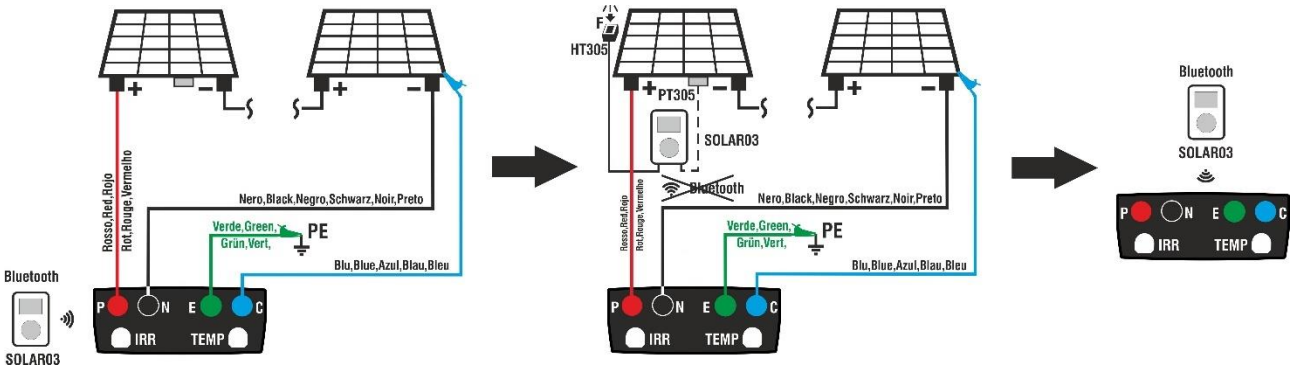
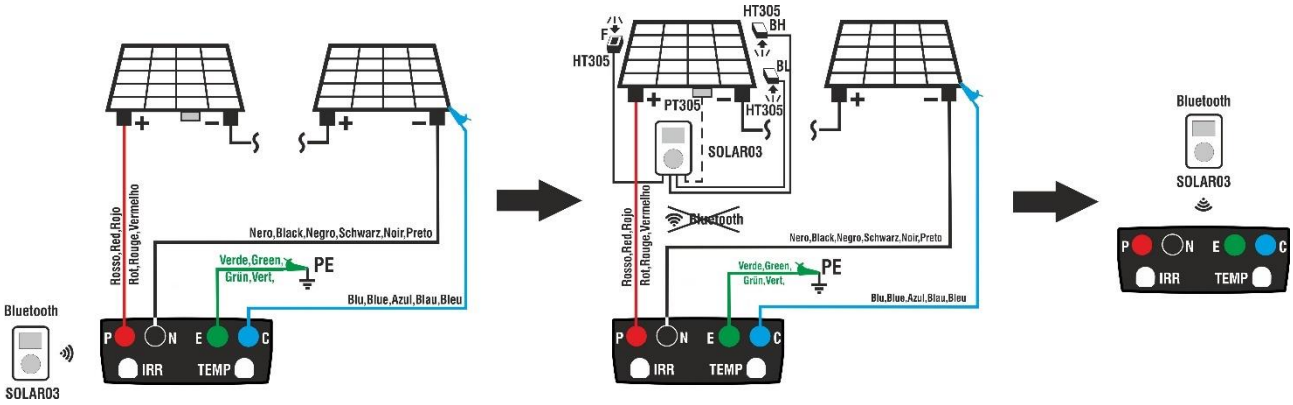

Abb. 14: Verbindung mit Fernstation in synchroner Aufzeichnung (Monofazialen Modulen)
Abb. 15: Verbindung mit Fernstation in synchroner Aufzeichnung (Bifazialen Modulen)
2. Verbinden Sie das Instrument mit dem zu messenden PV-Modul/String und eventuell mit dem Haupt-Erdungsknoten des Systems und mit geerdeten Metall-Massen, wie in der Abb. 14 (Monofazialen Modulen) oder Abb. 15 (Bifazialen Modulen) gezeigt. Insbesondere:
- **Bei Bifazialen Modulen** → stellen Sie die **3 Bezugszellen HT305** auf die Frontfläche des Moduls **(F)**, auf die obere Rückseite (**BH**=**B**ack**H**igh) und auf die untere Rückseite (**BL**=**B**ack**L**ow) des Moduls. Verbinden sie die vordere Bezugszelle (F) am Eingang “**INP1**”, die Bezugszelle BH am Eingang “**INP2**”, die Bezugszelle BL am Eingang “**INP3**” und **eventuell** die Temperaturprobe **PT305** am Eingang “**INP4**” der Fernstation. Gemäß IEC/EN60904-1-2 berechnet das Instrument den Wert der äquivalenten frontalen Einstrahlungsstärke (**Irreq**), der der Einstrahlungsstärke nur auf der Frontseite entspricht, die die gleichen Auswirkungen hat wie die auf beiden Seiten gemessene Einstrahlungsstärke, wobei der **Bifazialitäts-Koeffizient** (φ) des Moduls gemäß der folgenden Beziehung berücksichtigt wird:
4. Bringen Sie die SOLAR03-Fernstation näher an das Instrument heran, wie in Abb. 14 oder Abb. 15 – linke Seite dargestellt
7. Bringen Sie die Fernstation in der Nähe der Module und verbinden Sie die Einstrahlungs- und Temperaturproben, wie in der Abb. 14 oder Abb. 15 - Mittelteil gezeigt. Insbesondere **Da die Aufzeichnung auf der Fernstation SOLAR03 bereits gestartet wurde, ist es nicht mehr unbedingt erforderlich, die Bluetooth-Verbindung aufrecht zu erhalten.** Wenn Sie die Verbindung aufrechterhalten, können Sie nur das Testergebnis sofort erhalten, ohne aufs Ende der Messkampagne warten zu müssen
17. **Bei laufender Aufzeichnung, am Ende der Reihenfolge von Tests,** trennen Sie die Fernstation SOLAR03, bringen Sie sie neben dem Instrument und prüfen Sie (siehe Abb. 14 oder Abb. 15 – rechte Seite dargestellt), dass die Verbindung mit dem Instrument wieder aktiv ist (Symbol "ᛒ" **ständig** eingeschaltet im Display der Fernstation)